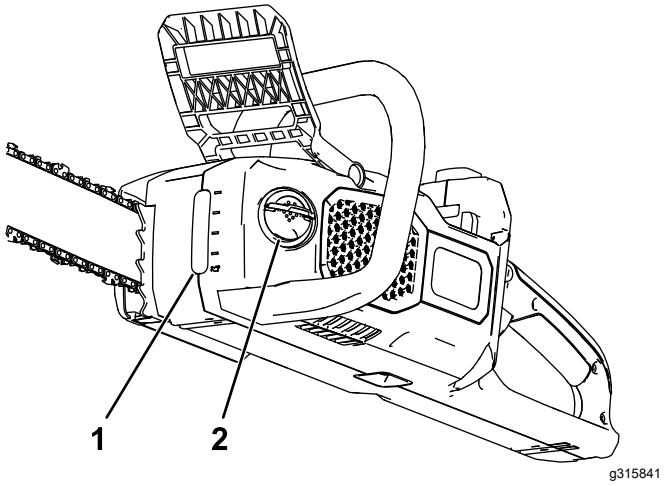

Figur 24
2. Kontrollera oljenivån i fönstret. Om oljan inte fyller upp fönstret fyller du på med sågkedjeolja efter behov (Figur 24).
4. Rengör området runt oljelocket (Figur 24).
5. Vik upp vingmutter-fliken som finns på oljelockets flik, ta bort locket och häll i sågkedjeolja i motorsågen tills tanken är full (Figur 24).